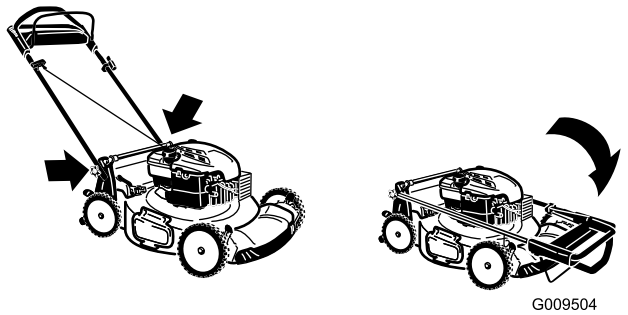

Figur 32
3. Fold det øverste håndtag fremad som vist på Figur 32.